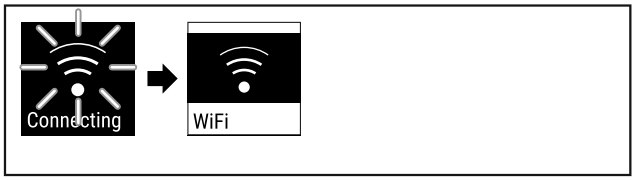

Fig. 86
▶ La connexion s'établit (voir Fig. 86) .